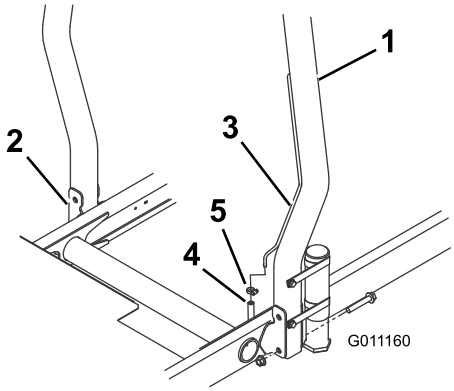

**Figur 12**
1. Sænk styrtbøjlen ned på traktionsenhedens monteringsbeslag, således at den flugter med monteringshullerne. Sørg for, at udluftningsrøret på styrtbøjlen er placeret på maskinens venstre side (Figur 12).
2. Fastgør hver side af styrtbøjlen til monteringsbeslagene med 2 flangebolte og låsemøtrikker (Figur 12). Tilspænd fastgørelsesanordningerne til 81 N·m.